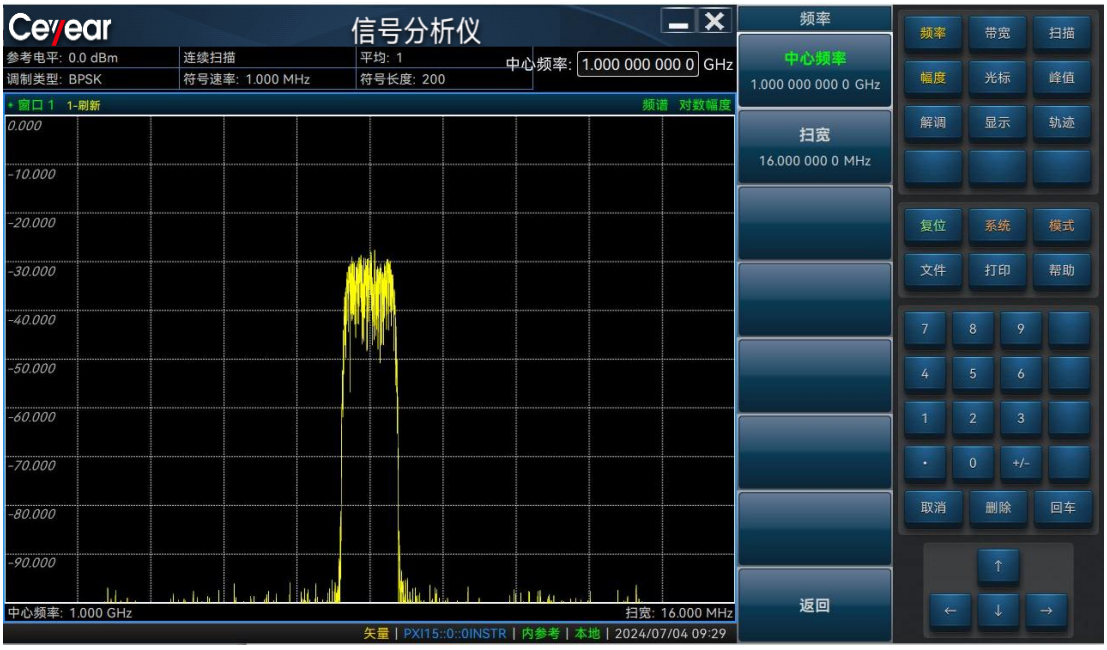

图 3.18 解调参数设置图
- 在软菜单里设置调制类型（解调制式)、测量滤波器(滤波器类型）等解调参数，如图 3.18 所示。